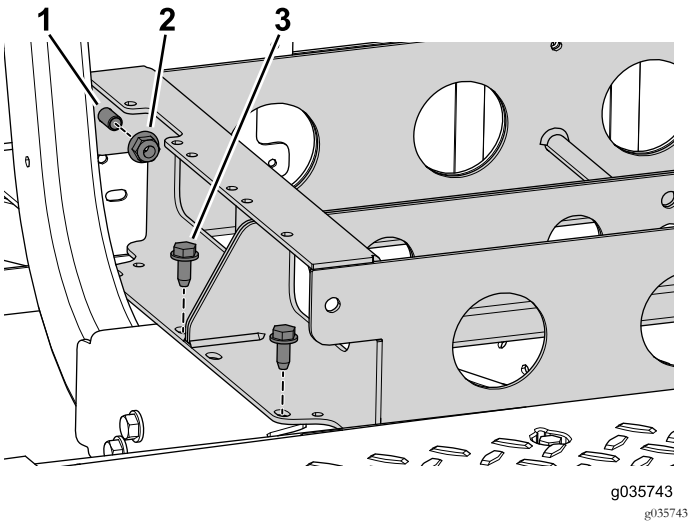

Figur 82
1. Bruk de to flensmutrene og boltene for å feste den bakre og fremre batteriholderen sammen (Figur 82).
2. Bruk de fire boltene (3/8 x 1 tomme) til å feste den fremre batteriholderen på maskinen (Figur 82).